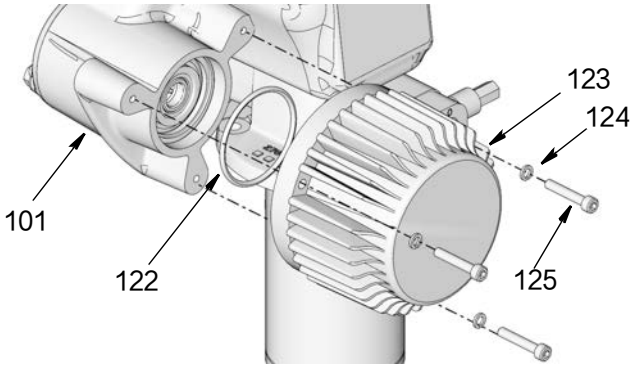

图 58
9. 卸下将电机（123）固定在齿轮箱壳体（101）上的螺丝（125）和垫圈（124）。卸下电机。检查 O 形圈 (122) 是否随电机拆下 （图 58）。